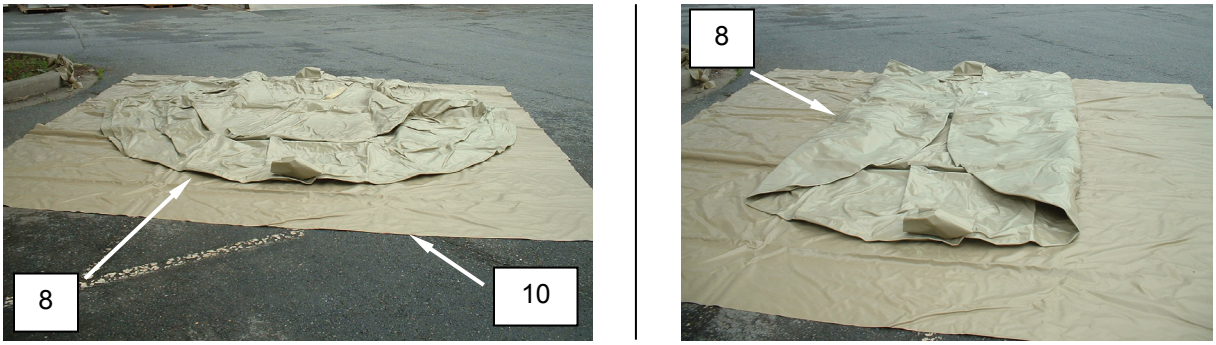

Figure 4. Prepare the 3000 Supply Water Tank for Movement.
13. After the tank **(Figure 4, Item 8)** has been dried, lay out the tank ground cloth **(Figure 4, Item 10)** with the ties down, and then lay out the tank in the center of the ground cloth. Fold the sides of the tank to touch as shown in Figure 4.